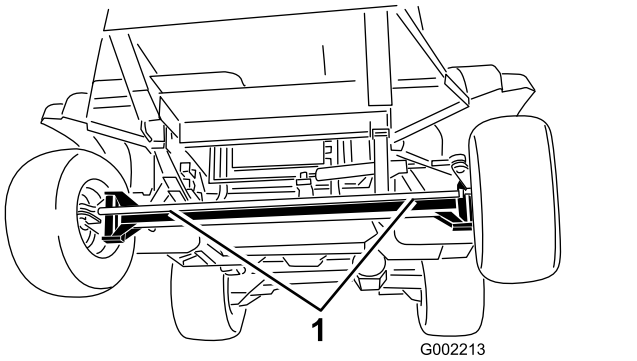
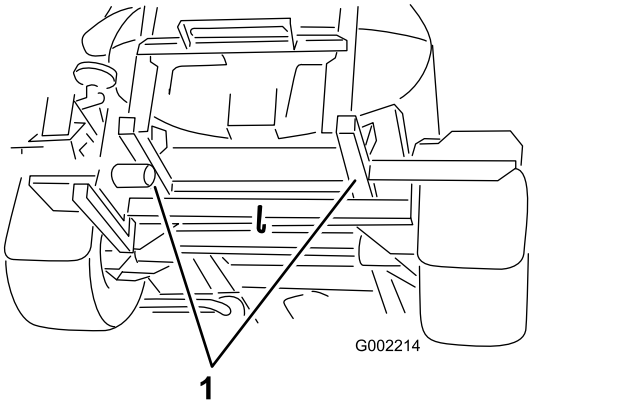

Figur 61
Figur 62
4. Fäst en bogserlina i ramen. Observera de främre och bakre fästpunkterna (Figur 61 och Figur 62).